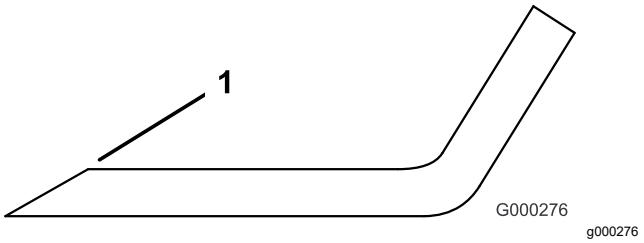

Figur 112
4. Slipa knivseggarna om de är slöa eller hackiga (Figur 112).